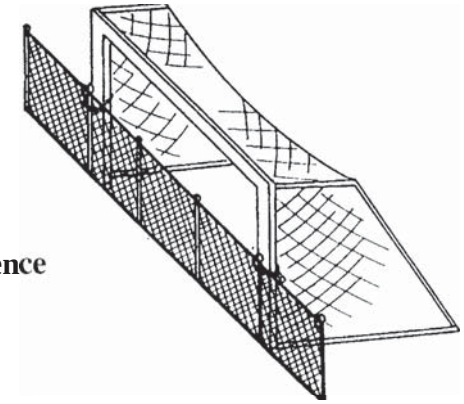

Figure 4.2: Attach Goal Face to Permanent Fence with a Chain Lock
2) Lock and chain to a suitable fixed structure such as a permanent fence (see Figure 4.2),